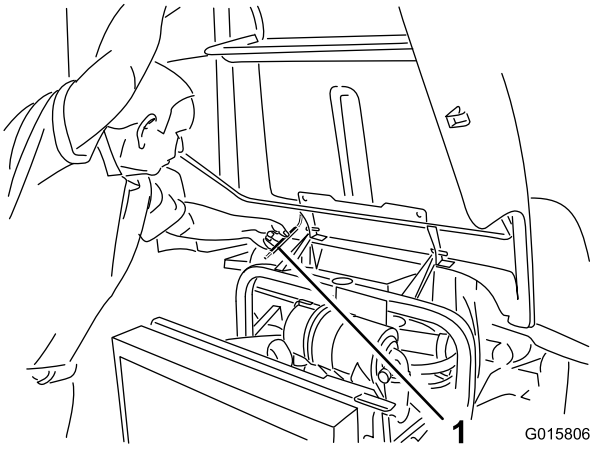

Figur 2
- Løft opp panseret til støttestangen kan plasseres bak rammerøret (Figur 2).